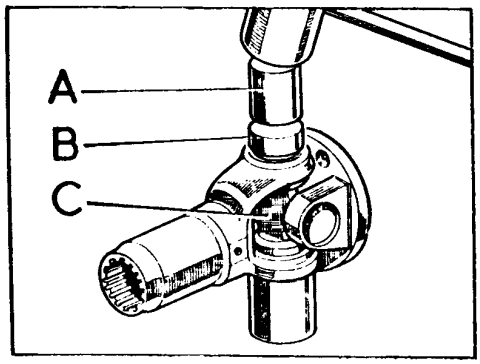

Fig. D-14 Montaje del cojinete de la horquilla
3.2. Situar la pista del cojinete en los agujeros de la horquilla (Fig. D-14) y con el botador situado sobre aquélla, se golpeará ligeramente para que el cojinete quede alojado en el agujero de la horquilla, fijándolo en esta posición con el arillo retén. El ajuste ha de ser de tipo suave.